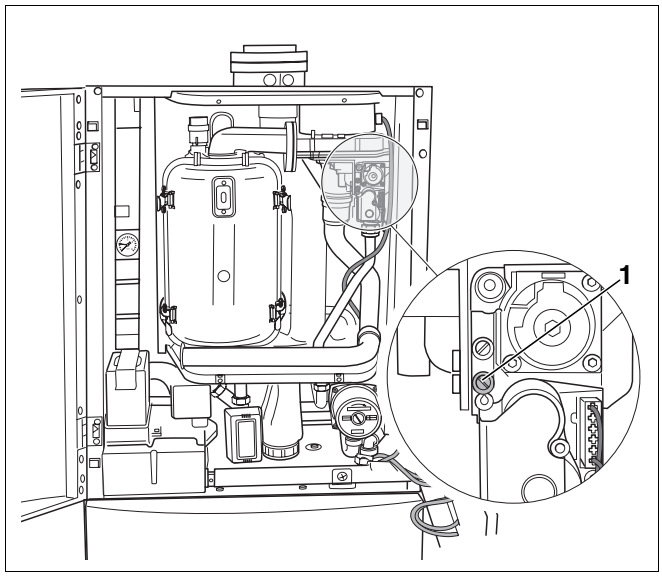

Rys. 29 Odpowietrzenie przewodu doprowadzającego gaz
- Odkręcić o dwa obroty śrubę zamykającą złączkę do kontroli ciśnienia na przyłączu gazowym i do odpowietrzania (rys. 29, **poz. 1**) i nałożyć na nią wąż.